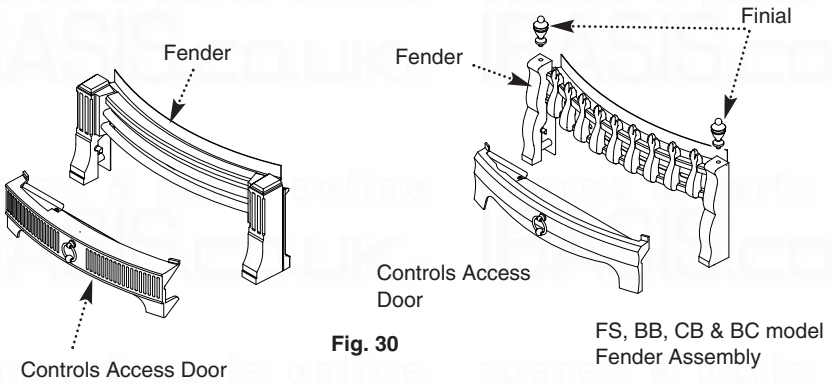

Fig. 30
8. Remove the fender from its packing (Fig. 30) (on FS, BB, CB, BC models screw the finials to the fender assembly).
9. Remove the controls access door from the fender assembly (Fig. 30).